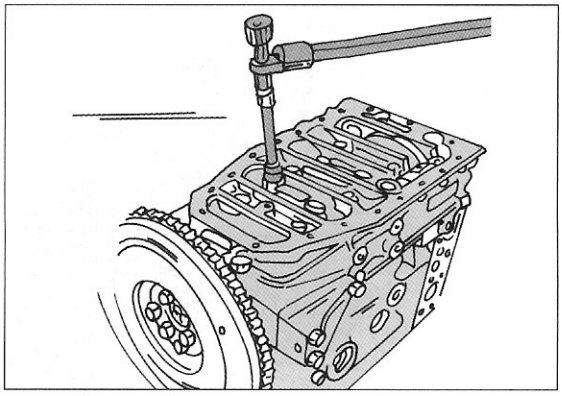

Bild 60
- Die Lagerschalen entsprechend den Kennzeichnungen in die Lagerdeckel der beiden montierten Pleuelstangen einlegen. Die Lagerflächen gut einölen. Ursprüngliche Schalen immer mit den jeweiligen Pleuellagern zusammenhalten. Den Pleuellagerdeckel aufsetzen (Kennzeichnungen müssen gegenüber liegen). Falls erforderlich den Deckel gut aufschlagen (Gummihammer). Den Deckel mit einem Voranzug von 50 Nm und dann im Winkelanzug um weitere 60° anziehen. Hier eignet sich eine Gradscheibe am besten. Beide unten liegenden Deckel in dieser Weise montieren. Zu beachten ist, dass die Pleuellagerdeckel durch die Öffnungen im Lagergehäuse der Kurbelwelle angezogen werden, wie es in Bild 60 zu sehen ist.